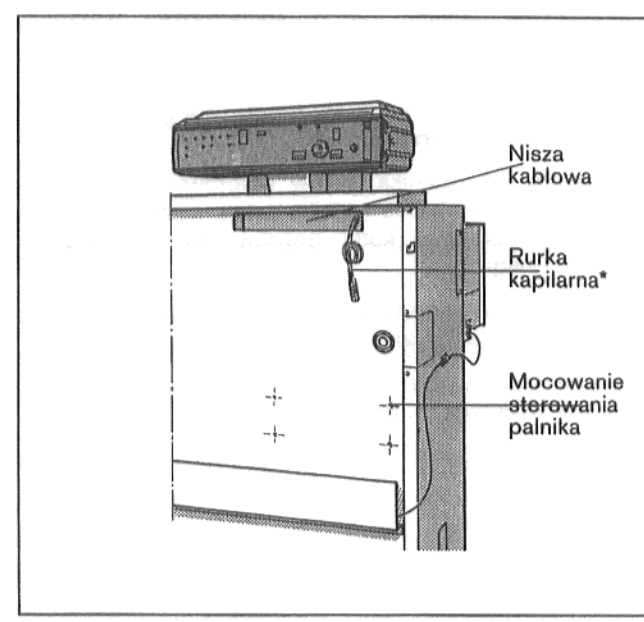

Rys. 36 - Ściana przednia kotła ze zdjętą ścianą przednią
- Rurki kapilarne czujników temperatury i przy regulacji Ecomatic, przewód czujnika temperatury wody w kotle należy przy tym wyprowadzić przez otwór w przednim kapturze z niszy kablowej na stronę przednią kotła (p. Rys. 36).
- Sterowanie palnika należy zamontować czterema blachowkrętami do ściany pośredniej (p. Rys. 36 / 38).